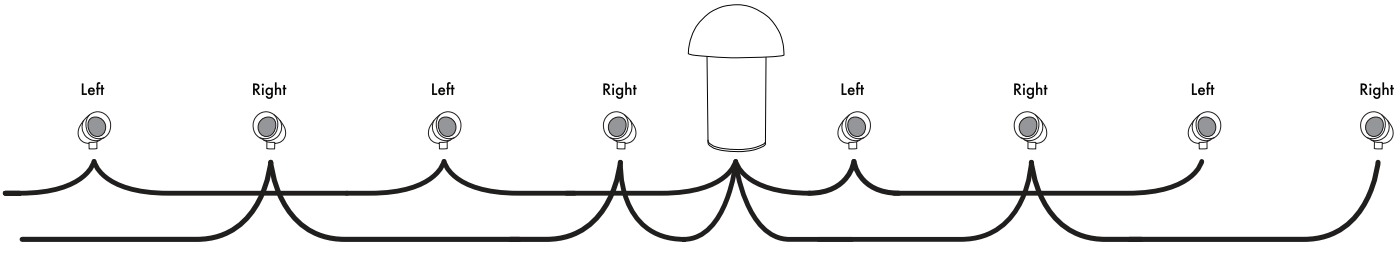

Figure 3
4. Take the spool back to the starting point and pull a second 2-conductor wire to the furthest speaker location. See figure 3.